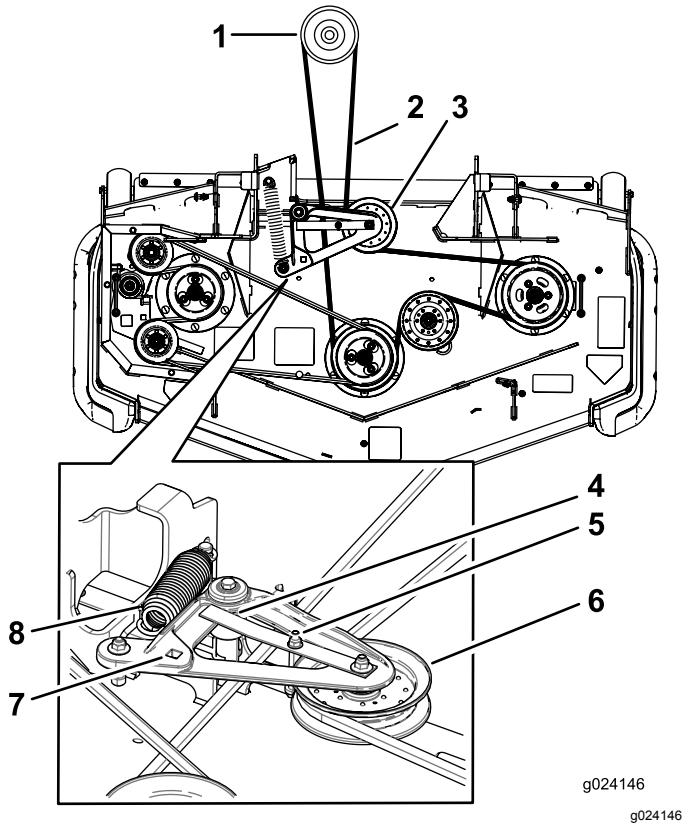

Figur 73
10. Bruk skrallen i det firkantede hullet til å montere den nye remmen rundt knivremskivene og på lederullene (Figur 73).
8. Bruk en skralle i det firkantede hullet i lederullarmen for å redusere spenningen på blindfjæren (Figur 73).
10. Løft opp på remføreren og fjern remmen (Figur 73).
11. Monter den nye remmen rundt knivremskivene og clutchremskiven under motoren (Figur 73).
12. Roter og sikre at remføreren slår mot dreienavet Figur 73.
13. Bruk skrallen i det firkantede hullet for å installere blindfjæren (Figur 73).